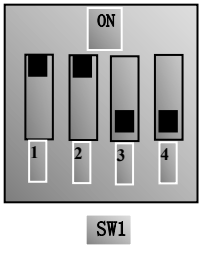

Fig 5-4
(4) There is a red two-digit coding switch SW1 near the control terminal block of E600 inverter, as shown in Figure 5-4. The function of coding switch is to select the voltage signal (0～5V/0～10V) or current signal(0～20mA). In actual application, select the analog input channel through F203. Turn switches 1 to ON and 2 to ON as illustrated in the figure, and select 0～10V input. Another switches states and mode of control speed are as table 5-2.
(5) Close the switch DI3, the motor starts forward running;
(6) During running process, switch off the switch DI3, then, close DI4, the running direction of the motor will be changed;
(7) Switch off the switches DI3 and DI4, the motor will decelerate until it stops running;
(8) Switch off the air switch, and power off the inverter.